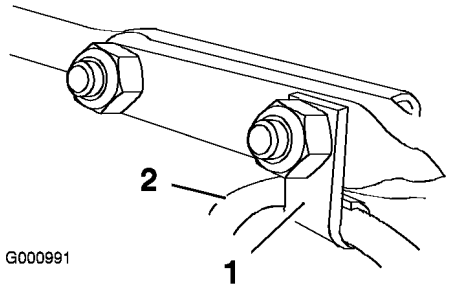

Figur 11
6. Montera kabelklämman, som stödjer strålriktarkabeln, på den främre vagnsbulten, och fäst vagnsbulten med låsmuttrar från påsen med lösa delar (Figur 11).